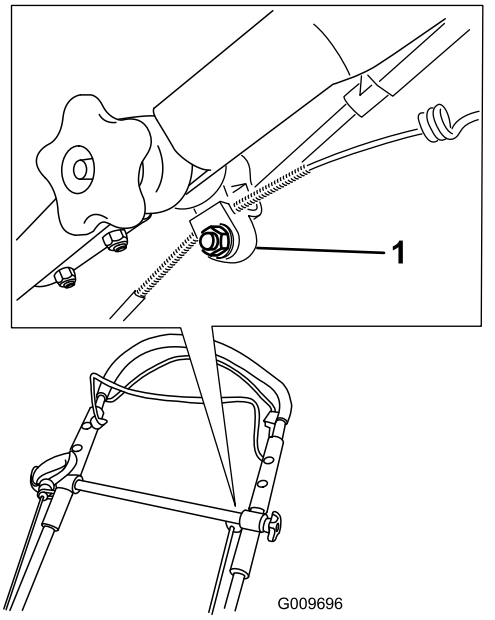

Figur 44
1. Løsn møtrikken på kabelbeslaget (Figur 44).